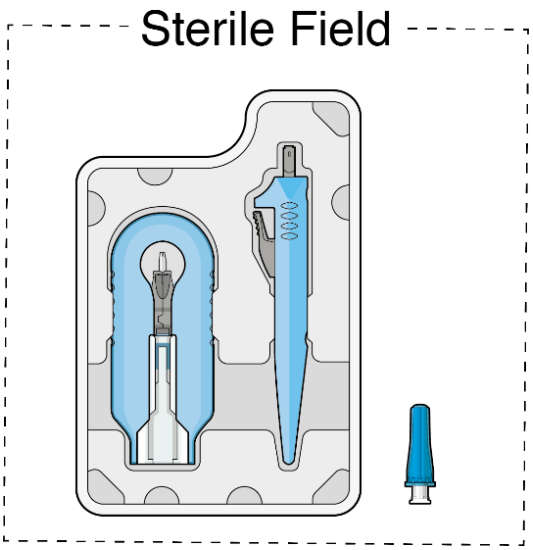

Figure 8
- Inspect components and place onto sterile field (Figure 8).